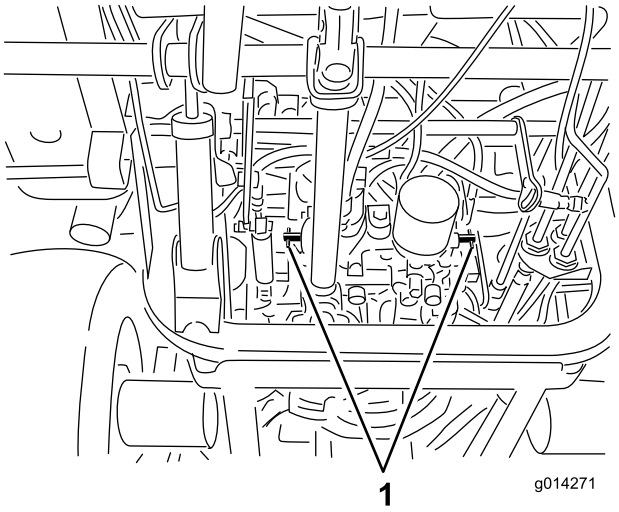

Figur 28
4. Rotera alla överströmningsventiler ett varv motsols (Figur 28).
Rotera varje överströmningsventil ett varv medsols och dra åt dem manuellt (till ett vridmoment på cirka 8 Nm) (Figur 28).